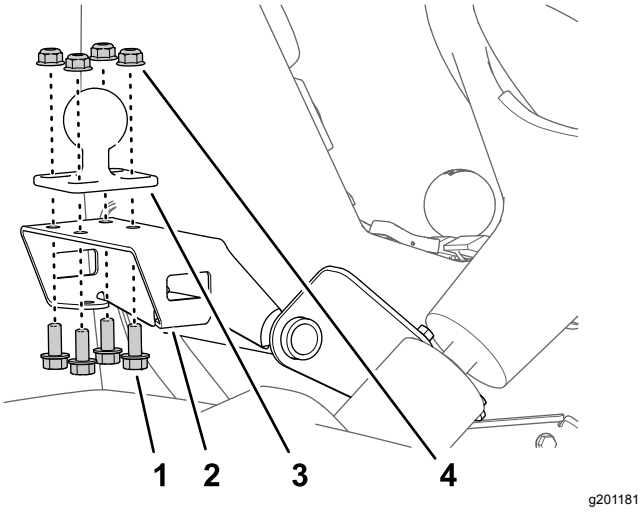

Figur 164
1. Monter kulefestet til braketten for monitorfestet (Figur 164) med de fire flenshodeboltene (5/16 x 3/4 tomme) og fire flenslåsemutterne (5/16 tomme).